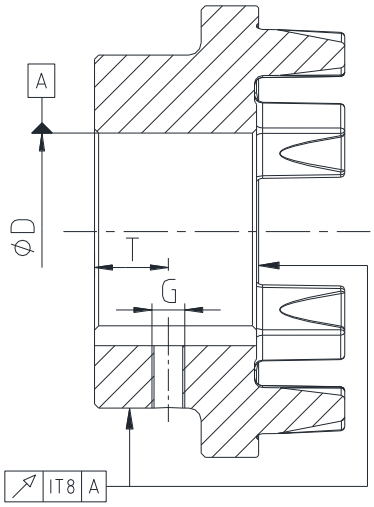

Bild 5: Rund- und Planlaufgenauigkeit
- Bei Herstellung der Nabenbohrung durch den Kunden ist die Rund- bzw. Planlaufgenauigkeit (siehe Bild 5) einzuhalten.